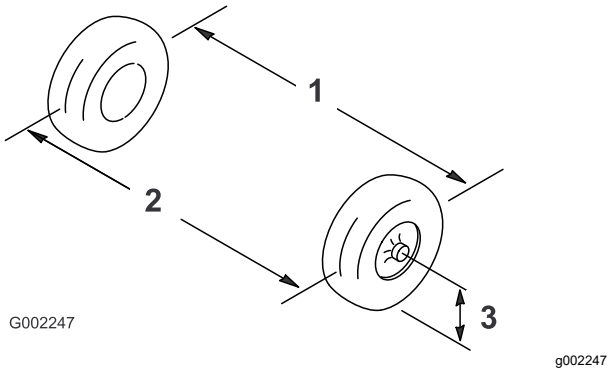

図 96
2. 前輪の前と後ろで、左右のタイヤの中央線間距離を測る計測はアクスルの高さで行う(図 96)。